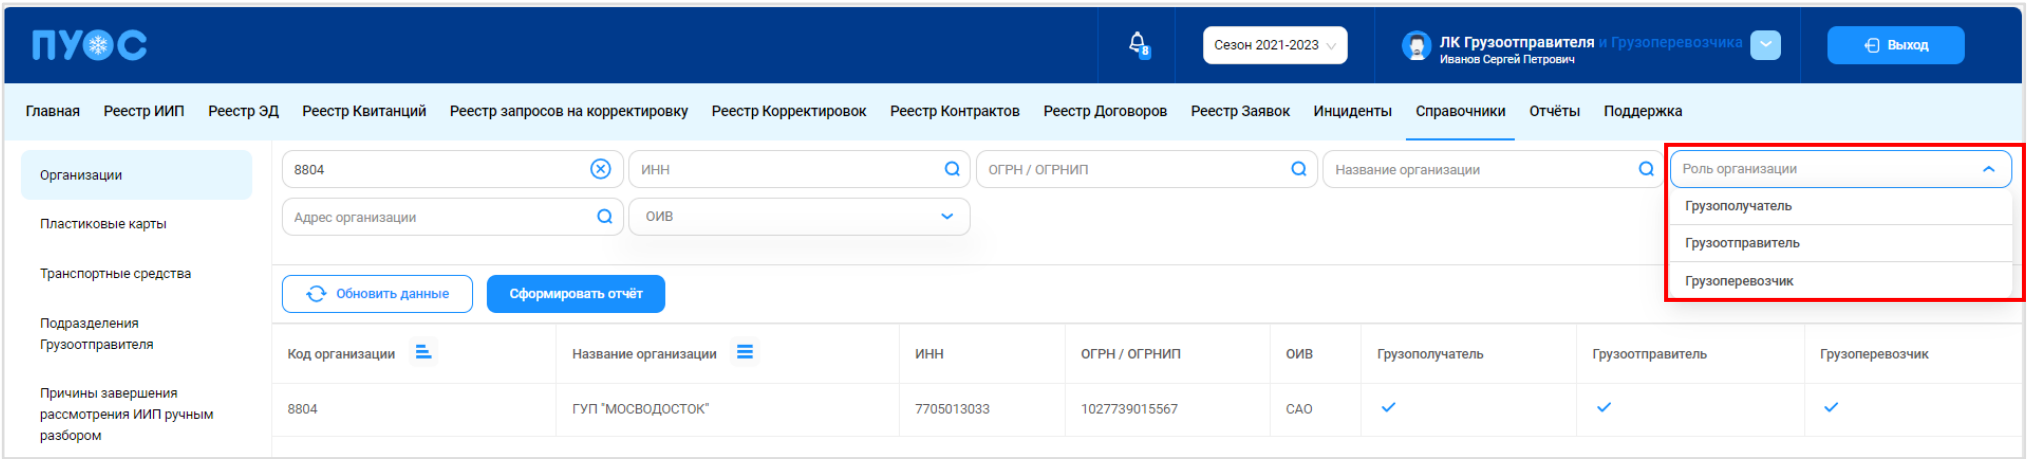

Рисунок 34 – Выбор роли организации
- **Роль организации**. В поле фильтрации необходимо выбрать из выпадающего списка одну либо несколько ролей организации (Рисунок 34 – Выбор роли организации).